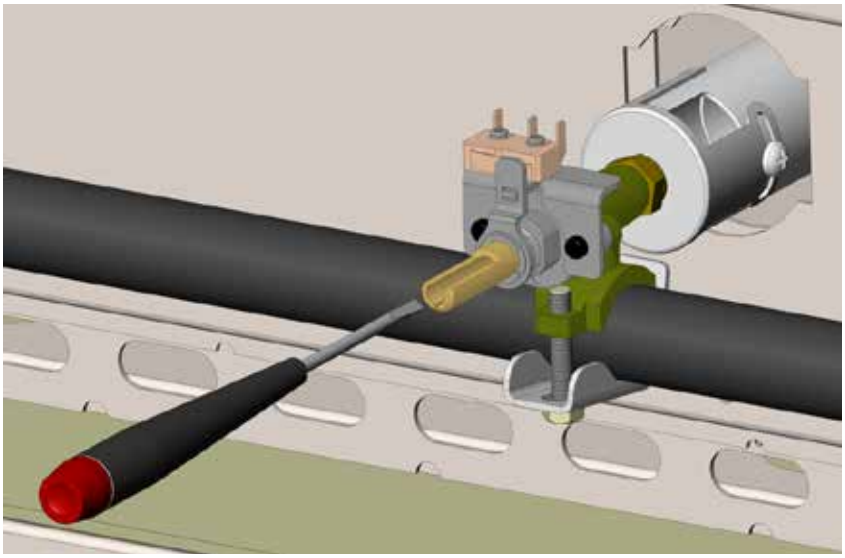

Figure 5
4. Insert a small flat-blade screwdriver into the valve stem to begin the adjustment (see Fig. 5). The screw only has 2-3 complete revolutions of adjustment. After this, the screw may continue to turn, but is actually coming out of the valve and could result in a gas leak. DO NOT turn more that 3 revolutions!